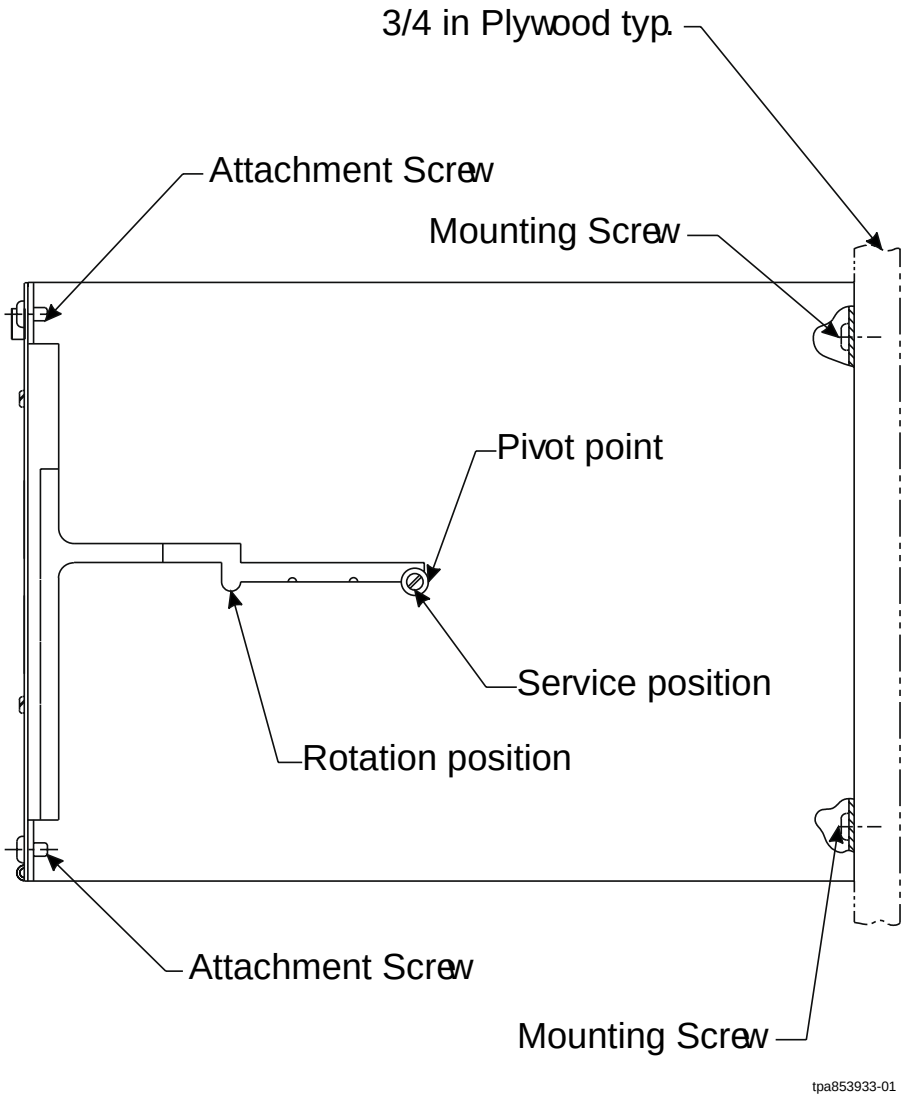

Figure 2 – Wall DT Cabinet — Bottom View
2. With both hands on the bottom of the Wall DT, carefully lift up on the Wall DT so the pivot point leaves the service position, and slide the Wall DT forward until the pivot point reaches the rotation position. Allow the pivot point to drop down into the rotation position, and rotate the Wall DT 90 degrees until the backplane is in the up position (see Figure 2).
Carefully rotate the Wall DT 90 degrees until the Wall DT is in the normal position. With both hands on the bottom of the Wall DT, carefully lift up on the Wall DT so the pivot point leaves the rotation position, and slide the Wall DT back until the pivot point reaches the service position. Allow the pivot point to drop down into the service position (see Figure 2).